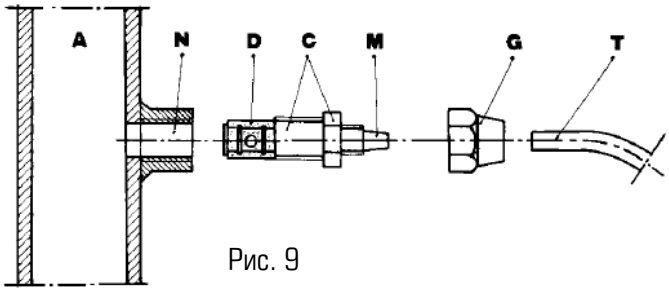

Рис. 9
g. – Выберите наиболее подходящее место для врезки в систему и установите в нем коннектор (или тройник) с внутренней резьбой 3/8" (BSPm). Данный коннектор (или тройник) не входит в комплект поставки насоса. Вкрутите в этот коннектор клапан впрыска реагента, как показано на рис. 9. Затем подсоедините шланг сброса к клапану впрыску и закрутите гайку **G**. В данной ситуации клапан впрыска реагента та кже выполняет функцию невозвратного клапана (посредством цилиндрической муфты, установленной на клапане впрыска, выполненной из эластомера Viton, входящей в стандартный вариант поставки насоса).
3.1. СХЕМА УСТАНОВКИ КЛАПАНА ВПРЫСКА (Рис.9)